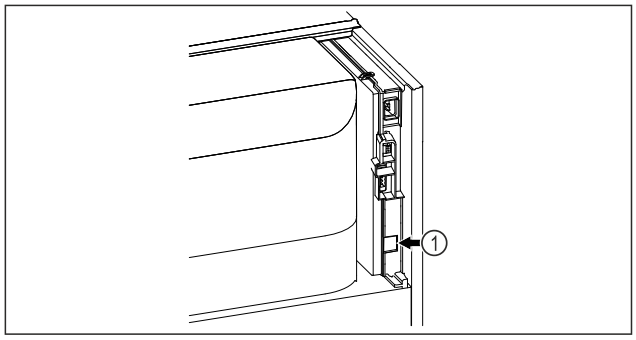

Fig. 98
❑ SmartModule *Fig. 98 (1)* is geplaatst.